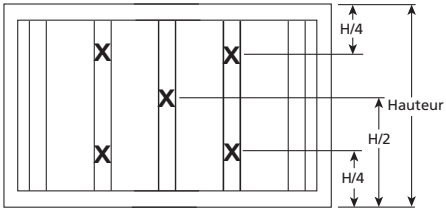

Figure 10
b. Mesurer les vitesses d'air. La vitesse de l'air doit être mesurée en cinq points différents par filtre. Ils doivent se situer au-dessus d'une fente de filtre comme sur la Figure 10.